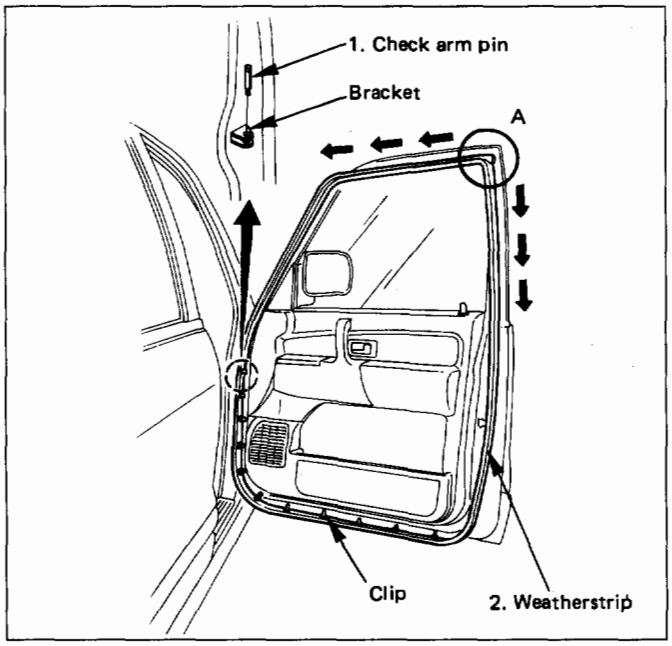

Fig. 10-88
- After positioning the weatherstrip corner, insert the weatherstrip into the door frame groove from Ⓐ point in the arrow-marked direction. (Fig. 10-88)